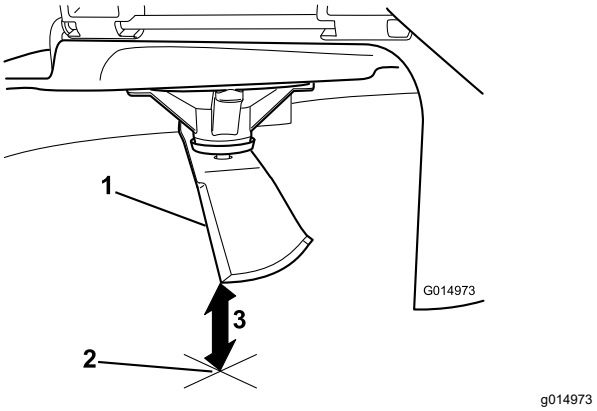

Figuur 75
3. Meet de afstand tussen het uiteinde van het mes en de vlakke ondergrond (Figuur 75).